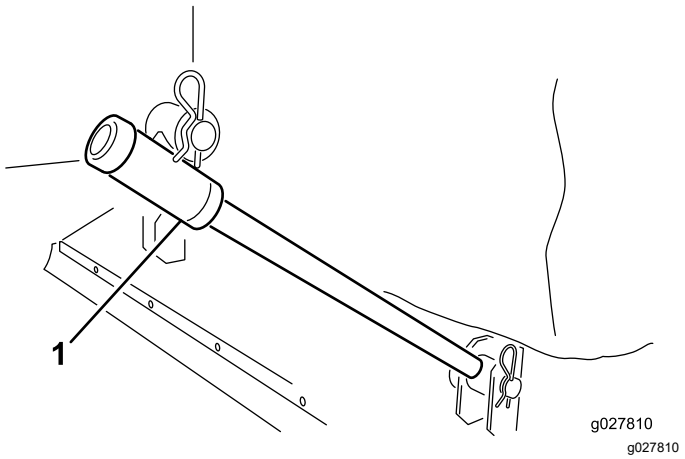

Рисунок 2
2. Надвиньте буксировочные кронштейны на штифты рамы. Прикрепите каждый буксировочный кронштейн к штифту рамы с помощью шайбы и игольчатого штифта (Рисунок 2).